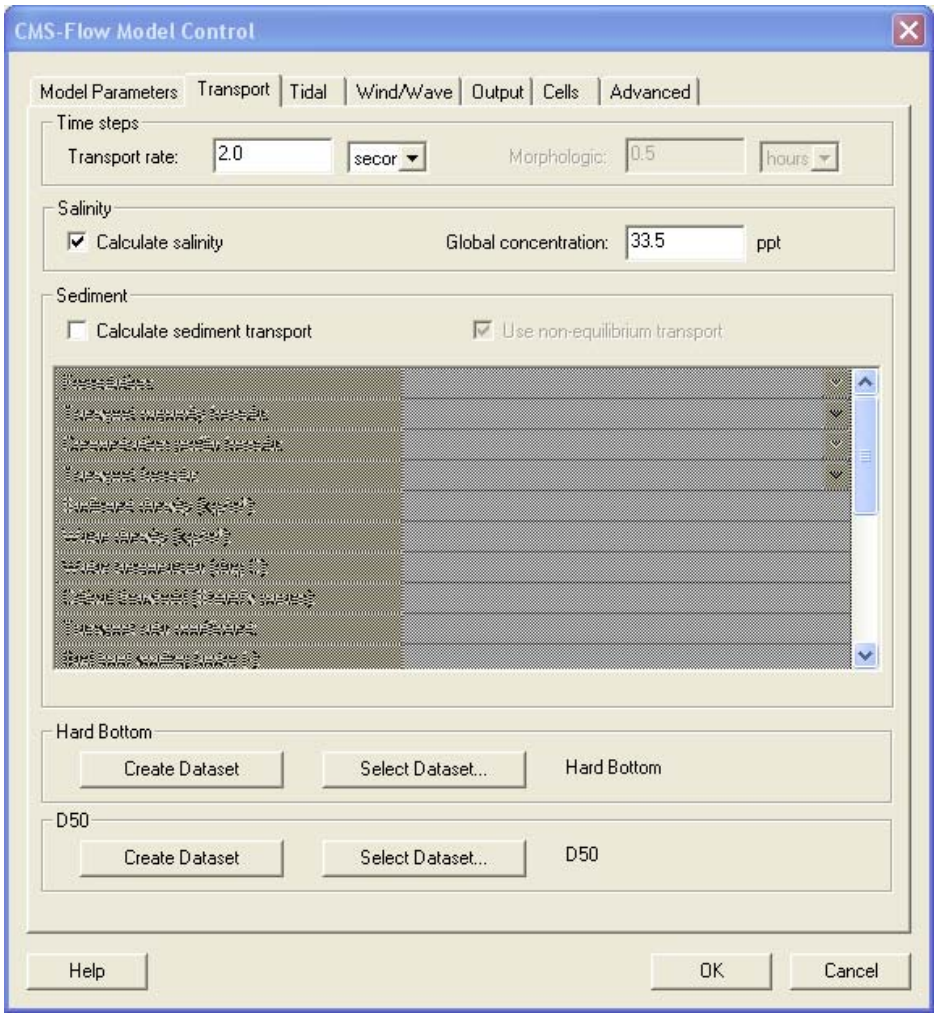

Figure 47. Setting up the salinity calculation.
5. Set the *Transport rate* under the *Time steps* to calculate salinity field (Figure 47).